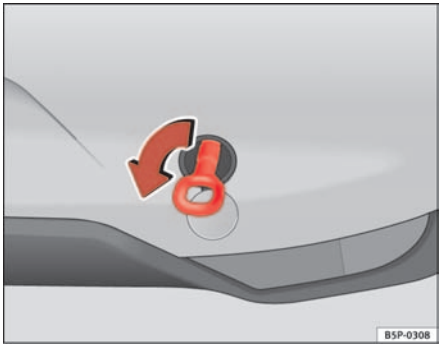

Fig. 206 Fitting the towing eye to the rear of the vehicle
– Screw the eye as far as possible to the *left*, as shown by the arrow ⇒ fig. 206.